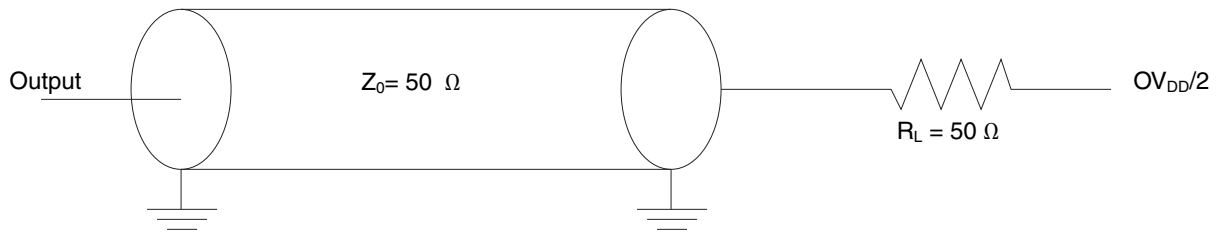
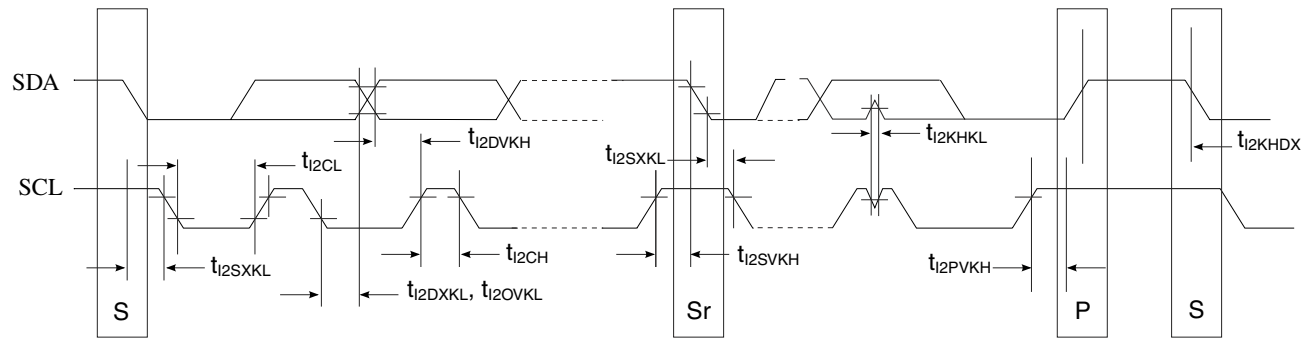

Figure 52. I ^{2}C AC test load
Figure 53. I ^{2}C bus AC timing diagram
1. As a transmitter, the chip provides a delay time of at least 300 ns for the SDA signal (referred to the V_{IHmin} of the SCL signal) to bridge the undefined region of the falling edge of SCL to avoid unintended generation of a START or STOP condition. When the chip acts as the I ^{2}C bus master while transmitting, it drives both SCL and SDA. As long as the load on SCL and SDA are balanced, the chip does not generate an unintended START or STOP condition. Therefore, the 300 ns SDA output delay time is not a concern. 2. The maximum t_{I2OVKL} has to be met only if the device does not stretch the LOW period (t_{I2CL}) of the SCL signal. 3. The symbols used for timing specifications herein follow these patterns: $t_{\text{(first two letters of functional block)(signal)(state)(reference)(state)}}$ for inputs and $t_{\text{(first two letters of functional block)(reference)(state)(signal)(state)}}$ for outputs. For example, t_{I2DVKH} symbolizes I ^{2}C timing (I2) with respect to the time data input signals (D) reaching the valid state (V) relative to the t_{I2C} clock reference (K) going to the high (H) state or setup time. Also, t_{I2SXKL} symbolizes I2C timing (I2) for the time that the data with respect to the START condition (S) went invalid (X) relative to the t_{I2C} clock reference (K) going to the low (L) state or hold time. Also, t_{I2PVKH} symbolizes I2C timing (I2) for the time that the data with respect to the STOP condition (P) reaches the valid state (V) relative to the t_{I2C} clock reference (K) going to the high (H) state or setup time. 4. See Figure 52. on page 162. 5. See Figure 53. on page 162.